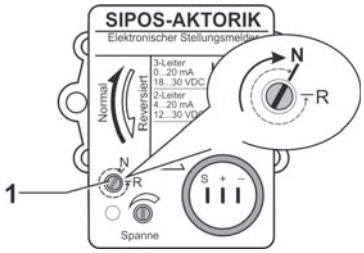

Fig. 10: Ajuste em operação normal
O ajustador de modo de operação (fig. 10, pos. 1) encontra-se na posição "N" quando fornecido da fábrica.
O ajustador de modo de operação (fig. 10, pos. 1) deve se encontrar sempre na posição final, senão o funcionamento do indicador de posição será falho (não é possível ajustar o valor inicial ou o valor final). Girar o parafuso cuidadosamente, para que o encosto na posição final não seja danificado.